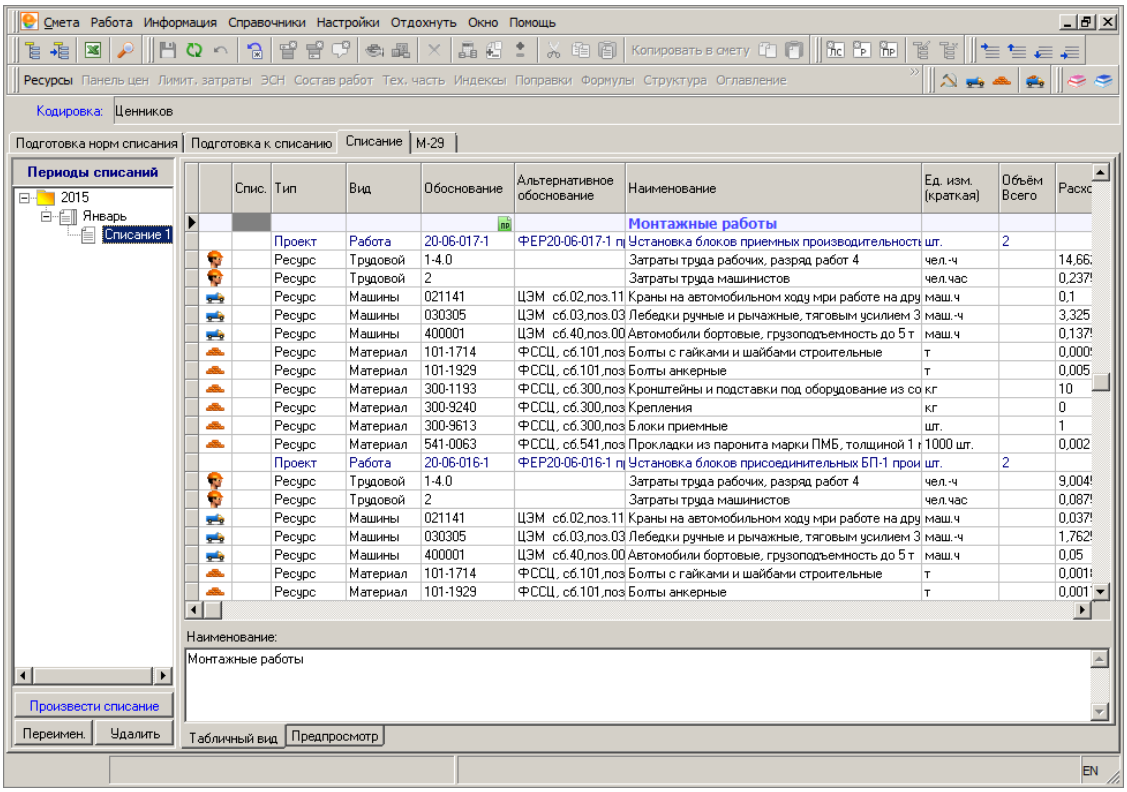

Рис. 5. Списание
40. После создания списания на вкладку **Списание** выводятся данные по списанию ресурсов за выбранный период (см. рис. 5).